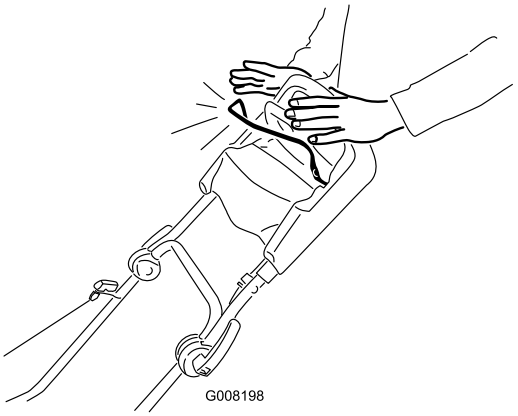

Figure 18
1. Relâchez la barre de commande de la lame (Figure 18).